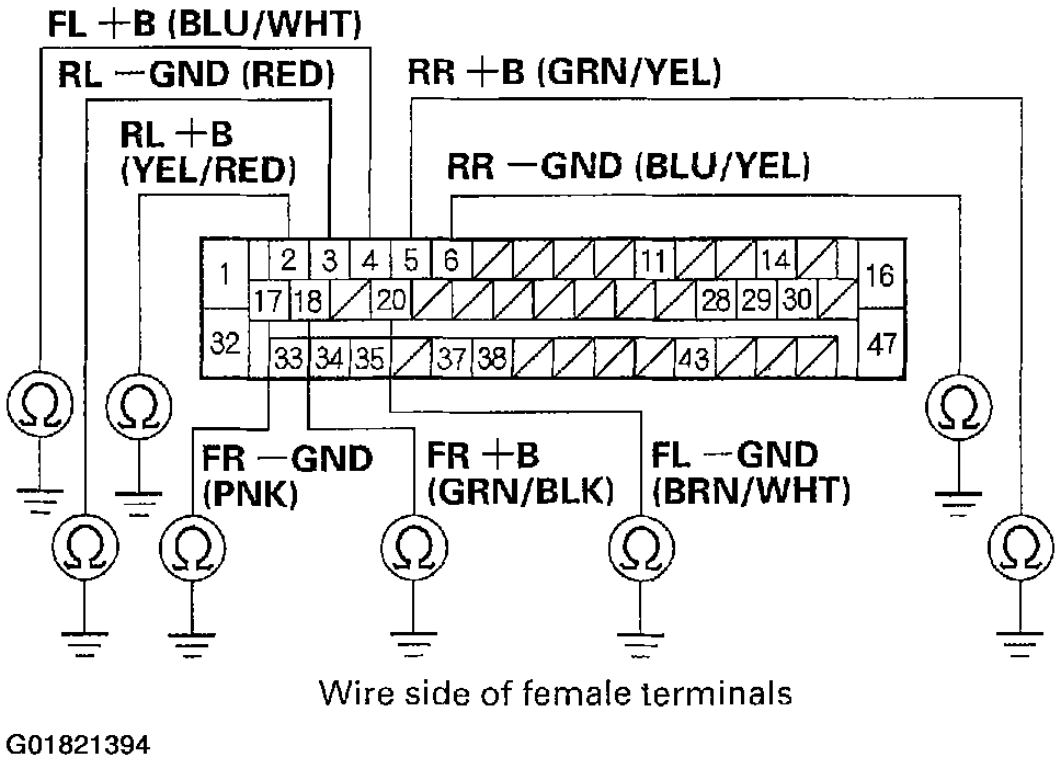

Fig. 29: Checking For Continuity Between Body Ground & The Appropriate Wheel Sensor + B & Gnd Terminals Of The VSA Control Unit 47P Connector
5. Check for continuity between body ground and the appropriate wheel sensor + B and GND terminals of the VSA control unit 47P connector individually (see **Fig. 28** and **Fig. 29**).